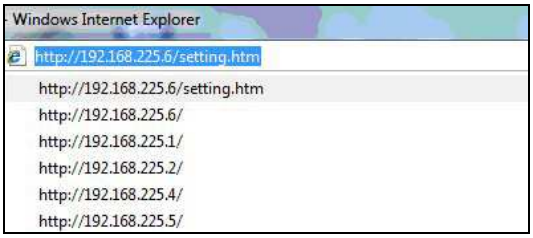

Рис. 8. Журнал обозревателя
В командной строке наберите (или выберите из предложенных) IP – адрес подключенного устройства http://192.168.225.X/ где X заводской номер УДБГ-01СА и нажмите «Enter» (рис. 8).
3.4.2 В случае превышения установленного порога сигнализации, одновременно с включением световой и звуковой сигнализации Комплекта, название и цвет таблицы «Мониторинг» (Рис. 8) изменятся на «Превышение !!!» красным цветом.